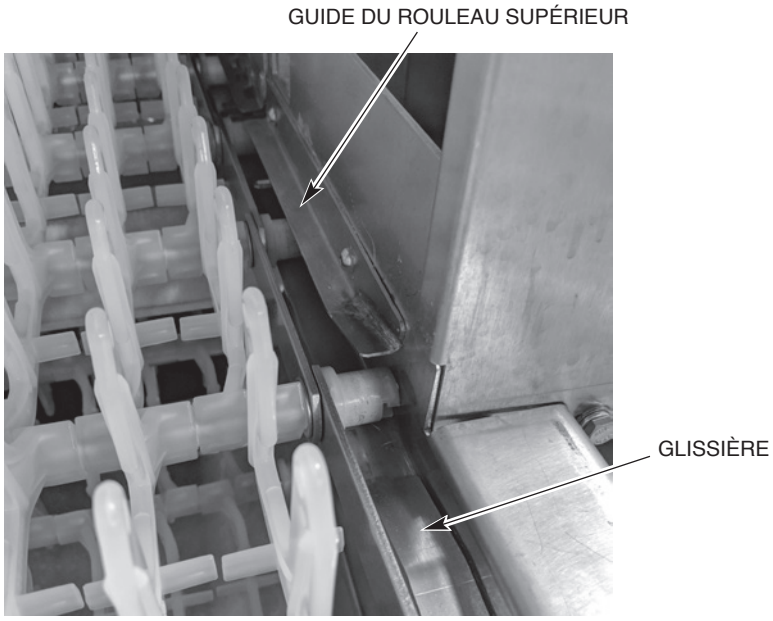

Fig. 38
- Attachez une corde à la première tige de la bande transporteuse. Acheminez la corde au travers de la machine au long du parcours de la bande transporteuse avec les chaînons à raclettes vers le haut. Les rouleaux de la bande transporteuse doivent être insérés entre le guide de rouleau supérieur et la glissière (Fig. 38).